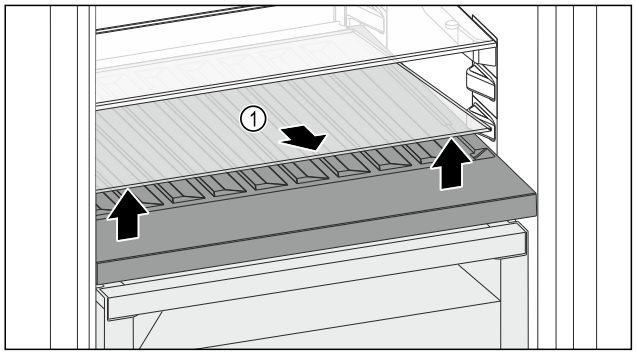

Fig. 151
- ▶ Приподнимите стеклянную пластину *Fig. 151 (1)* за выемку спереди и извлеките.
- ▶ Уложите стеклянную пластину *Fig. 151 (1)* на хранение вне устройства.